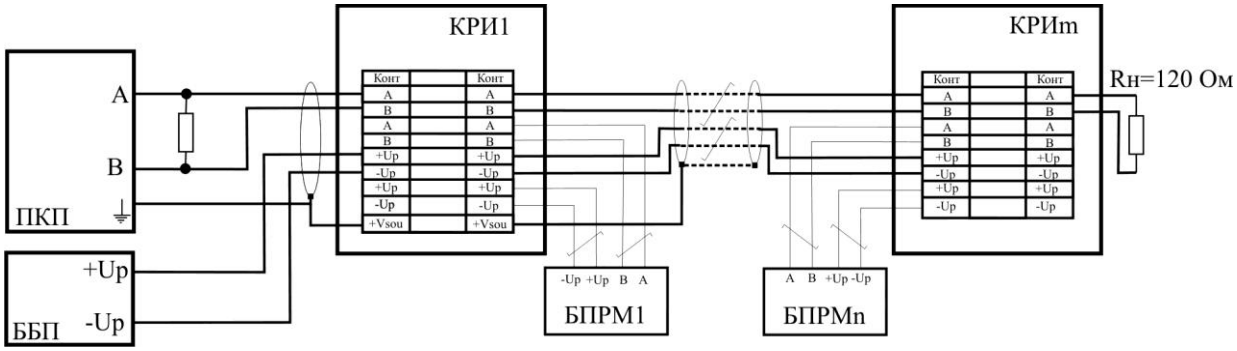

Рис. 4.11
4.3.1 Линия связи должна представлять собой один кабель витой пары (рис. 4.11) этому кабелю присоединяются все БПРМ* извещателей и ППК. Кабели соединяющие линию связи с БПРМ (ответвления) должны быть как можно короче.